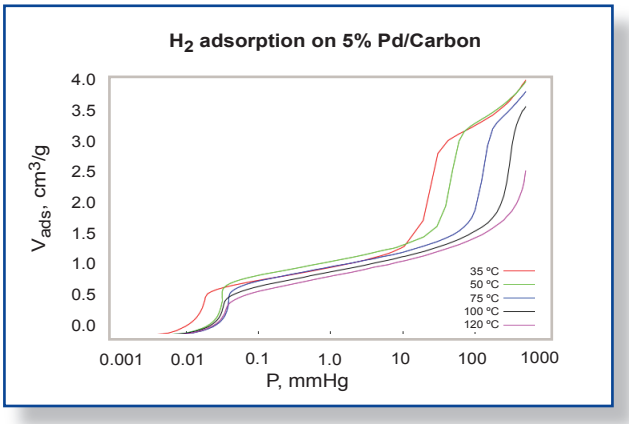
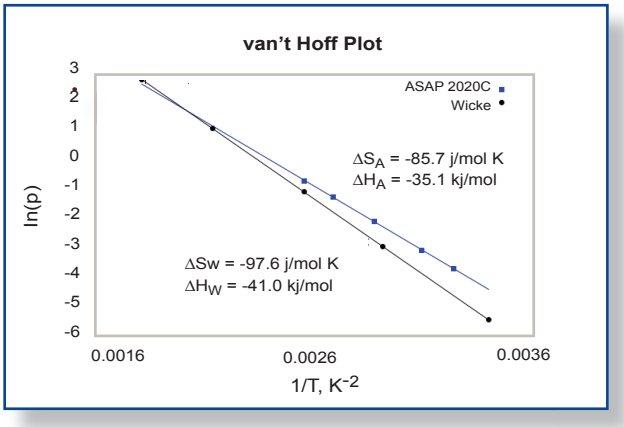
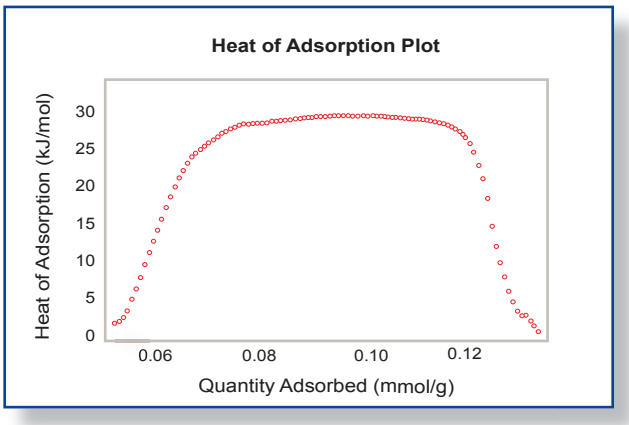

Figure 2: Hydrogen sorption on 5% Pd supported on carbon at temperatures ranging from 35 to 120 ºC
Figure 3: The linear regression of the tabulated data using the van't Hoff equation wth the enthalpy and entropy values displayed
Figure 4: The isosteric heat of adsorption of Hydrogen on Palladium
After performing multiple analyses at different temperatures (Figure 2), the isotherm data can be used in conjunction with the van't Hoff equation to calculate the enthalpy and entropy of the hydride formation, as has been reported by Sandia National Laboratory[2]. To do so, for each temperature at which the sample was analyzed, the mean pressure of the second step of the isotherm (in atmospheres), and its corresponding temperature (in Kelvin) must be noted. With this data, the logarithm of the pressure is plotted versus the inverse of the temperature and a linear regression can be formed, as seen in Figure 3.
The Clausius-Clapyron equation provides a convenient technique for determining the isosteric heat of adsorption. When several isotherms are available (Figure 2), a plot of the ln(P) versus 1/T at constant quantity adsorbed provides a linear relationship. The slope of that line is q/R where q is the isosteric heat of adsorption and R is the gas constant. A range of adsorbed quatities may be used to develop a plot of isosteric heat versus coverage as seen in Figure 4.
Comparing Figure 3, the van't Hoff plot vs. Figure 4, the isosteric heat, it is clear the isosteric heat of adsorption provides a detailed analysis of the heat released during the formation of PdH_x. The van't Hoff plot only provides an appropriate or average enthalpy.